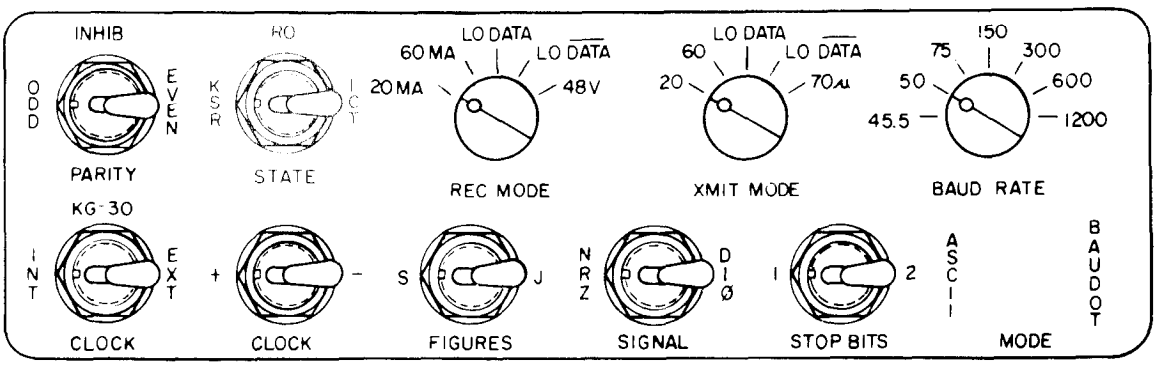

Figure 2-5 STATE SWITCH
a. The operational states are operator selectable using the STATE switch (refer to fig. 2-5). These operational states are the only states in which the terminal is capable of operating as a communications terminal.